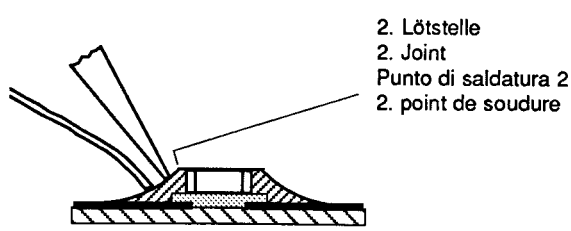

Fig. 5
5. Schritt: Freie Seite löten. Nach dem Erkalten die erste Lötstelle nochmals nachlöten (Fig. 5).
5. step: Solder the free end of the CHIP and resolder the first soldering point after it has cooled (Fig. 5).
5. Effecteur la même opération pour l'autre coté. Terminer la première soudure (Fig. 5).
5. Saldare la superfici di contatto libera e, dopo che questa si è raffreddata, saldare nuovamente la superfici opposta (Fig. 5).
5. Soldar la parte libre y, después enfriarse, soldar también la parte opuesta (Fig. 5).